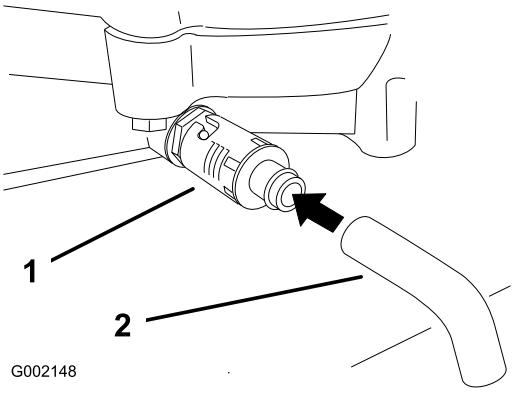

Figuur 24
4. Plaats een opvangbak onder de aftapplug. Draai aan de aftapplug om de olie in de bak te laten lopen (Figuur 24).